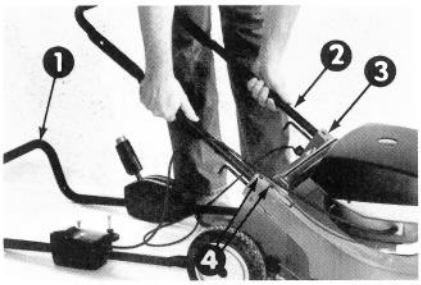

Abbildung 1
3. Unteren Griff an das Gerät mit den vier Griffschrauben befestigen (Abb. 1).